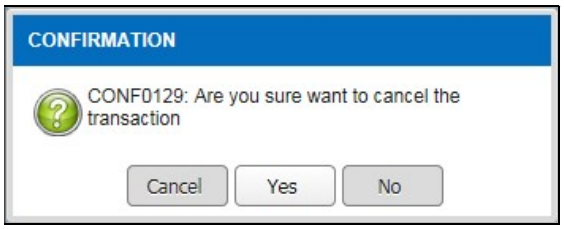

Figure 3.3.1-13 Confirmation Message
- *Confirmation message will be displayed as Figure 3.3.1-13*